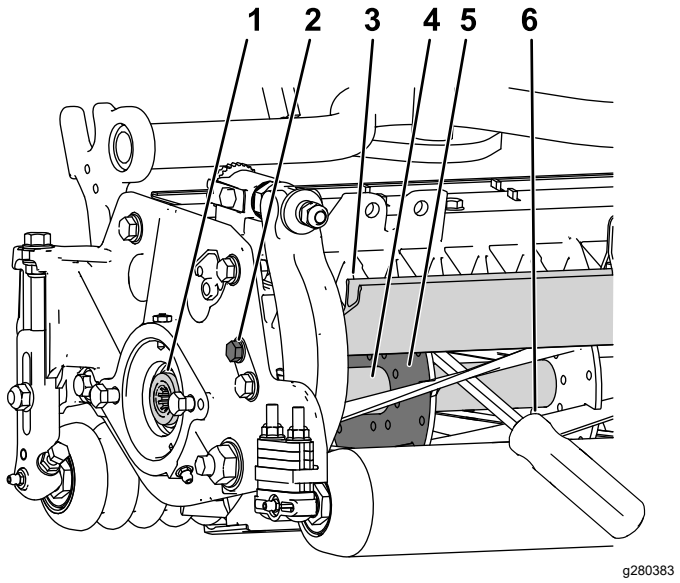

Rysunek 28
1. Poluzuj śrubę osłony z lewej strony jednostki tnącej i podnieś osłonę tylną (Rysunek 28).
2. Wsuń długi łom (zalecany rozmiar ⅜" x 12" z uchwytem śrubokrętowym) przez tył wrzeciona tnącego, jak najbliżej tej strony jednostki tnącej, która będzie dokręcana (Rysunek 28).
3. Oprzyj łom o stronę spoiny spawanej na płycie wsporczej wrzeciona (Rysunek 28).